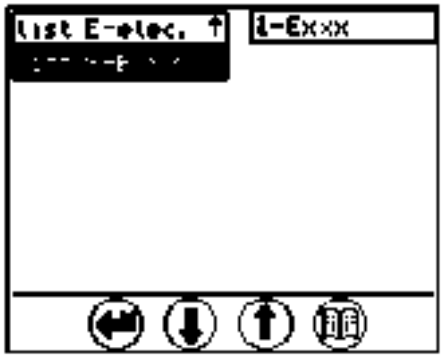

fig. 19
- select "list Exxx" to list all the operating errors detected by the switches and sensors for machine parameters monitoring (fig. 19).